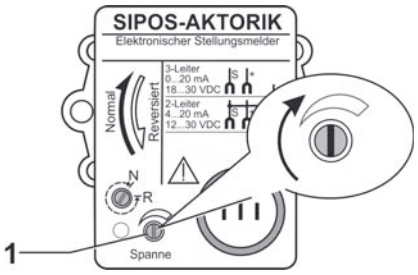

Fig. 13: Ajuste da corrente de saída 20 mA
2. Ajustar a corrente de saída por meio do ajustador para o intervalo (fig. 13, pos. 1) em 20 ± 0,02 mA.